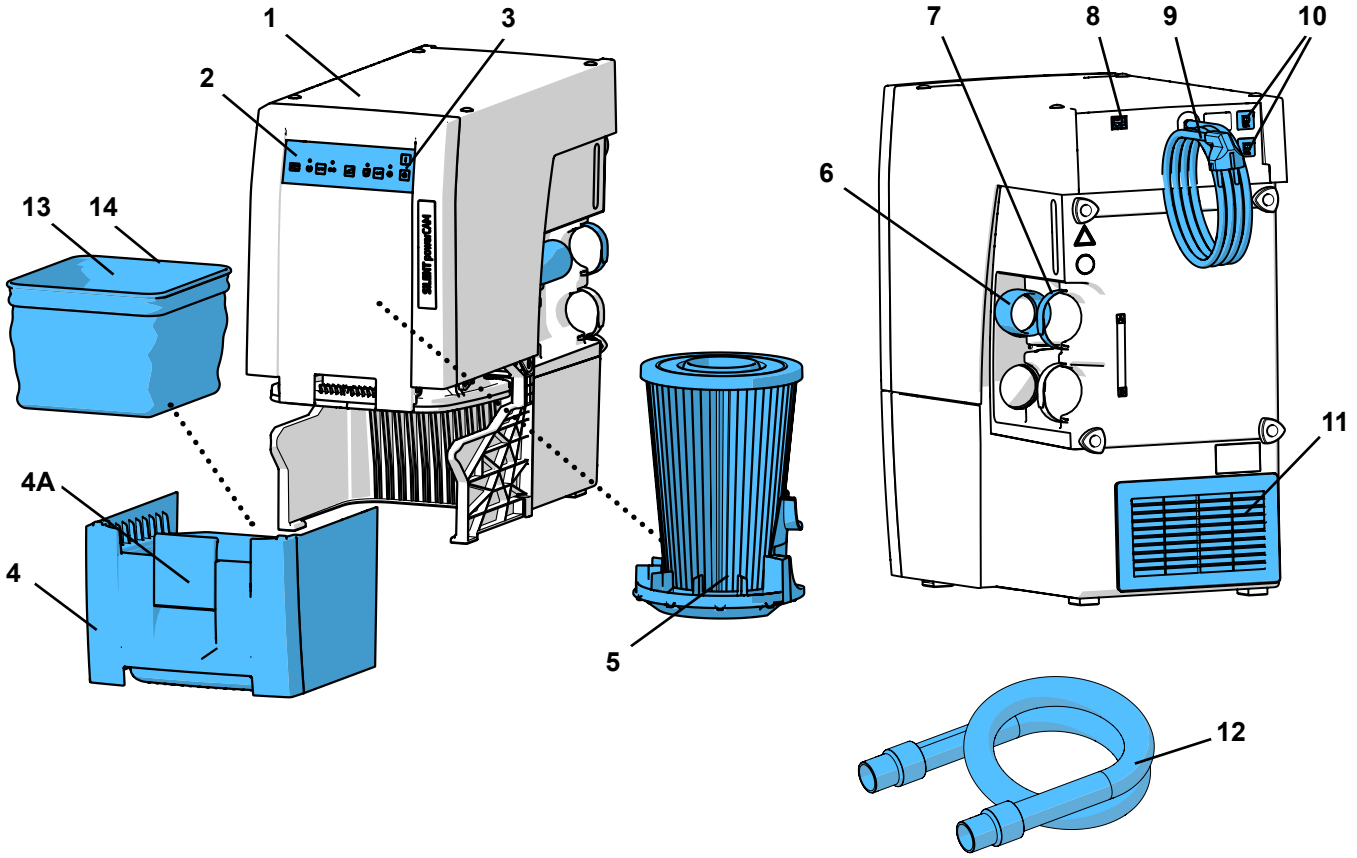

图 1
- 排气孔不能被堵塞 (11, 图 1)。
- 在柜壁（B）开最少250 x 120毫米的通风口，位置要直接与排气口（11，图1）相对。
⇒ 展开电线（9，图1），将插头插入电源插座。